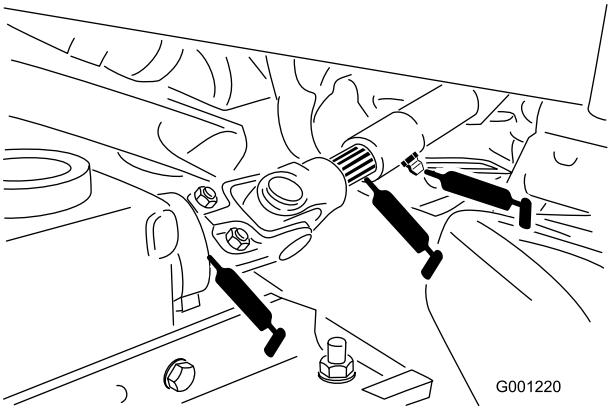

Figur 37
- Kraftudtagets kardanaksel (Figur 37)